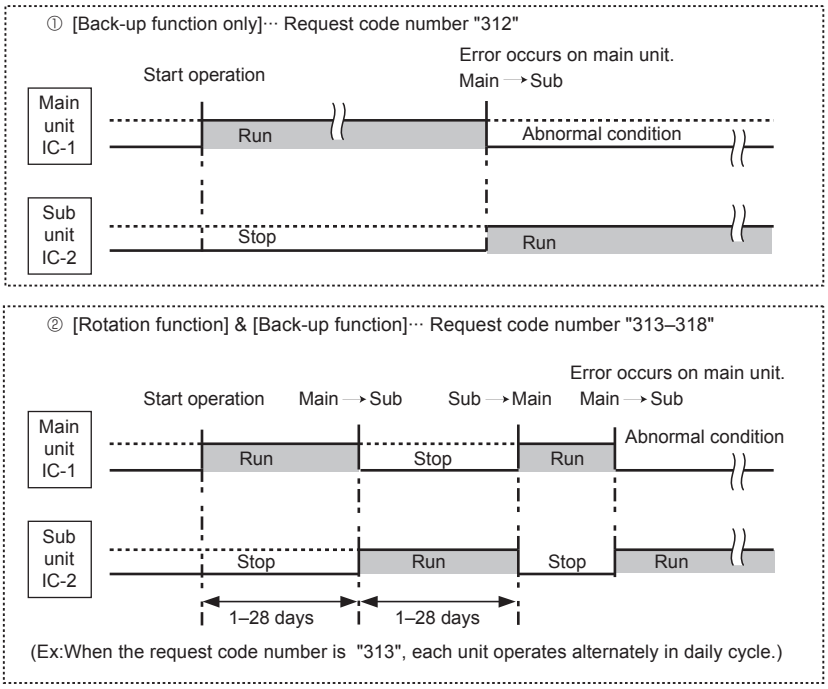

Fig. 1
- This function is available only by the grouping control system (INDOOR UNIT: OUTDOOR UNIT=1:1) of 2 refrigerant groups. (Refer to Fig. 1)
- Main indoor unit should be connected for wired remote controller and the transmission line (TB5) for main and sub unit should also be connected. (Refer to Fig. 1)